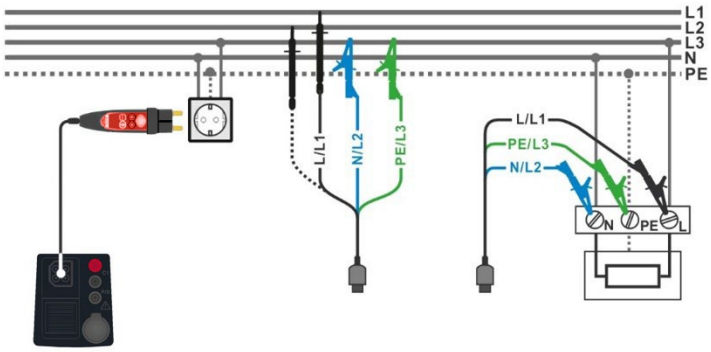

Abbildung 7.79: AUTO TN-Messung
- Schließen Sie die 3-Leiter-Prüfleitung oder den Commander-Prüfstecker am Prüfobjekt an, siehe ***Abbildung 7.79***.